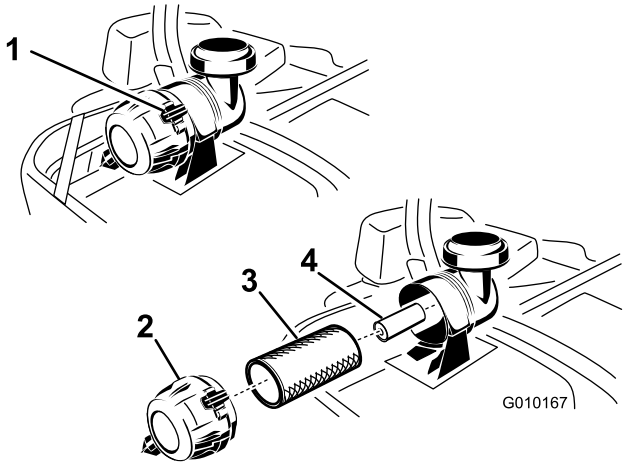

Figur 51
3. Lossa spärrhakarna på luftrenaren genom att trycka dem nedåt och dra av luftrenarkåpan från luftrenarhuset (Figur 51).
5. Dra försiktigt ut huvudfiltret ur luftrenarhuset (Figur 51). Undvik att knacka filtret mot sidan på luftrenarhuset.
1. Rengör inte pappersfiltret, utan byt ut det (Figur 51).
2. Skjut försiktigt in filtret i filterhuset när du byter ut sekundärfiltret (Figur 51).
3. Skjut försiktigt huvudfiltret över sekundärfiltret (Figur 51). Kontrollera att det sitter ordentligt genom att trycka på filtrets yttre kant medan du monterar det.
4. Montera luftrenarkåpan med ventilatorlocket nedfällt och vrid den så att spärrhakarna låser fast kåpan på dess plats (Figur 51).